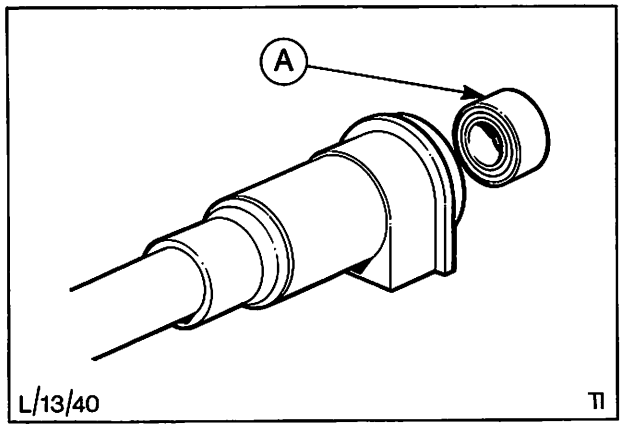

Abb. 35 A = Führungsbüchse – Zahnstange
11. Alle Teile reinigen und auf Verschleiß oder Beschädigung überprüfen. Führungsbüchse der Zahnstange (im anderen Ende des Zahnstangengehäuses) ebenfalls auf Verschleiß oder Beschädigung überprüfen, Abb. 35. Büchse überprüfen und, sofern noch verwendbar, nicht auswechseln.